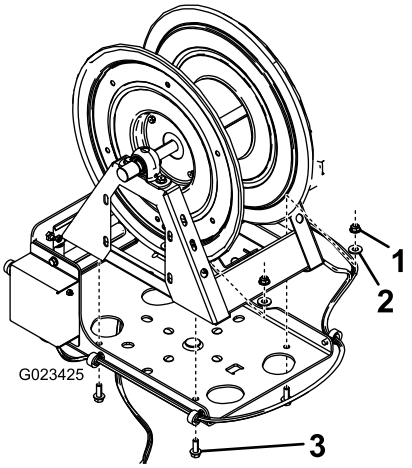

Figur 11
5. Fäst slangvindan på lekarplattan med fyra bultar (3/8–16 tum), fyra brickor (7/16 tum) och fyra flänsmuttrar (3/8–16 tum) enligt Figur 11.